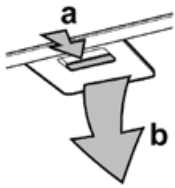

Rys. 1
1. Wyjąć filtry metalowe (Rys. 1).